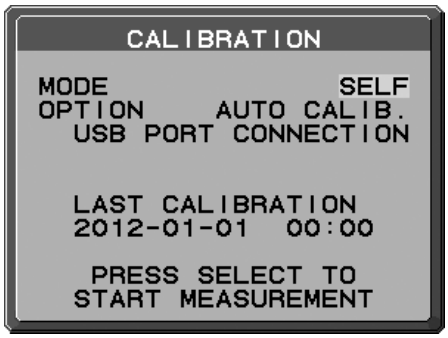

Abbildung S.2
2. Drücken Sie auf LINKS oder RECHTS, um für den MODUS die Einstellung SELBST auszuwählen (**Abbildung S.2**). Drücken Sie AUF oder AB, um zur nächsten Einstellung zu wechseln.